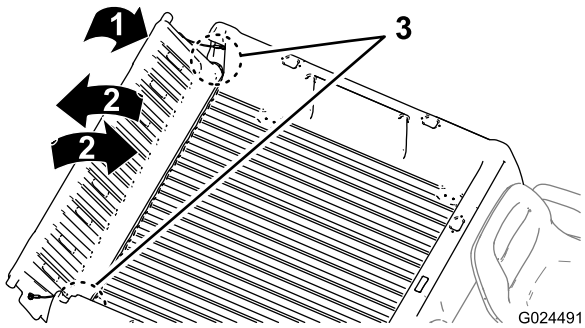

Figur 12
2. Fäll flakskyddet till ca 45° position (Figur 12).
3. Skaka flakskyddet med korta rörelser för att vrida det framåt och bakåt flera gånger (Figur 12).